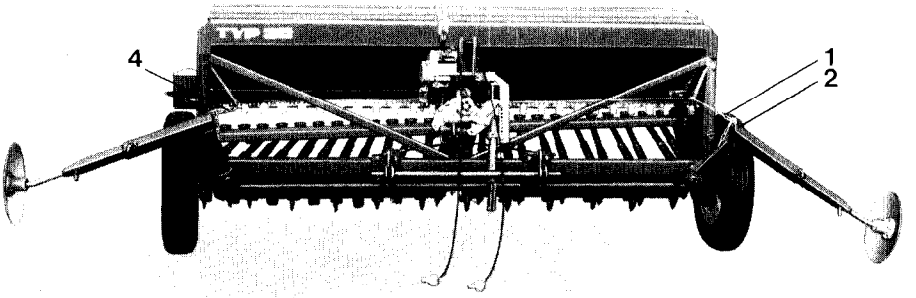
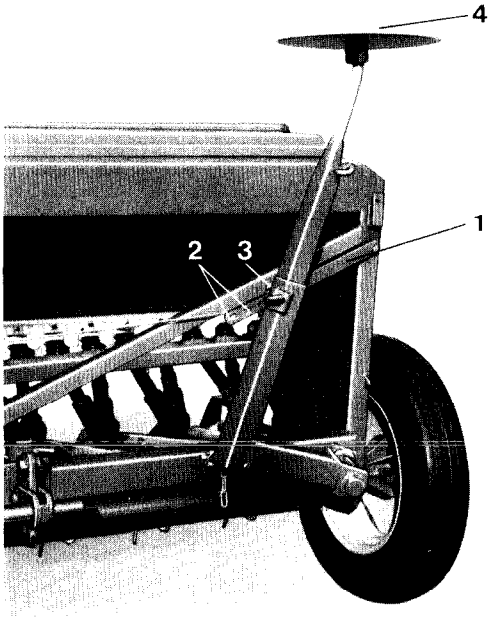
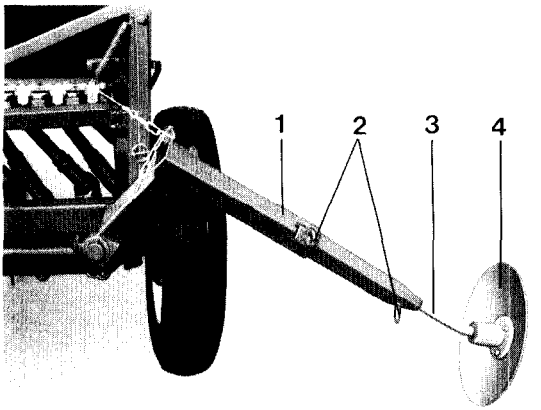

Fig. 1
Fig. 2
Fig. 3
Für den Transport der Drillmaschine sind die Spuranreißer hochgeschwenkt. Die Transportsicherung erfolgt durch Einstecken der Laschen (Fig. 2/1) in die Löcher (Fig. 2/2) und durch zusätzliche Sicherung mittels Klappsplint (Fig. 2/3). Bei Beginn der Säarbeit wird auf dem Felde diese Sicherung gelöst. Die Spuranreißer werden in Arbeitsstellung nach unten geschwenkt, so daß die Spurscheiben (Fig. 3/4) auf dem Boden aufliegen. Nun wird die Spuranreißerkette (Fig. 1/1) am Spuranreißer-Unterteil in den Kettenhaken (Fig. 1/2) eingehängt, und zwar so, daß die Seile **leicht** durchhängen, wenn der Umlenkhebel zu der betreffenden Seite des Spuranreißers geneigt ist (Arbeitsstellung). Durch Schwenken des Spuranreißer-Umlenkhebels wird dann der jeweils gegenüberliegende Spuranreißer hoch genug ausgehoben. Der Tiefgang der Spuranreißer wird durch die Seile mit den Kettenenden begrenzt. Haben die Spuranreißer auf rauhem Saatbett oder bei der Arbeit auf der Pflugfurche einen zu großen Tiefgang, besteht die Gefahr von Beschädigungen.
Das Spuranreißer-Oberteil (Fig. 3/3) wird mit zwei Ringschrauben (Fig. 3/2) im Spuranreißer-Unterteil (Fig. 3/1) festgestellt. Die Ringschrauben können mit der Griffseite der Abdrehkurbel gelöst bzw. angezogen werden. Durch Drehen des Oberteiles (Fig. 3/3) in seinem Halterohr kann je nach Bodenbeschaffenheit die Spurscheibe (Fig. 3/4) mehr oder weniger zum Eingriff gelangen, wobei die beiden Ringschrauben (Fig. 3/2) stets fest angezogen sein müssen, um ein selbständiges Verstellen der Oberteile zu verhindern.
a) die Spuranreißer in Transportstellung bringen (einfach einklappen) und mittels Laschen (Fig. 2/1) und Klappsplint (Fig. 2/3) sichern und